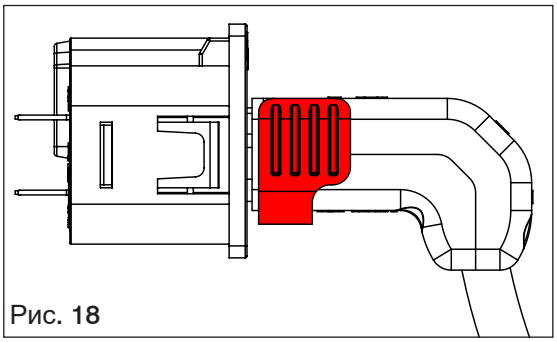

Рис. 18
2. Положение фиксатора в подключенном состоянии (Рис. 18).